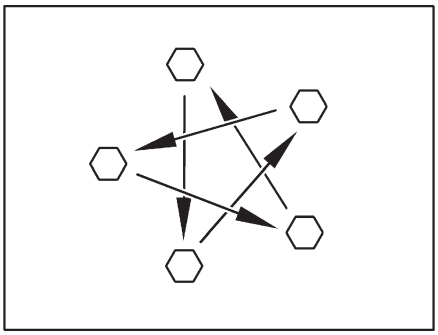

Fig. 164 Tighten the wheel nuts or wheel bolts cross-wise
- Check regularly that the wheel nuts or wheel bolts are firmly seated. Re-tighten the wheel bolts of a changed wheel cross-wise after 50 km (30 miles) (Fig. 164). See Section 15.5.2 for tightening torque.
- Tighten the wheel nuts or wheel bolts cross-wise (Fig. 164).